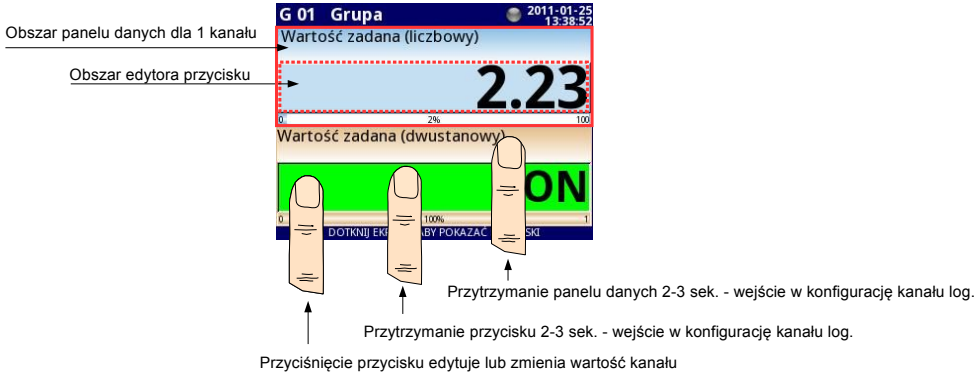

*Rys. 7.65. Panel danych dla kanału logicznego w trybie **Wartość zadana***
- **Przycisk edycji** – parametr ten umożliwia aktywowanie przycisku w panelu danych (patrz **Rys. 7.65**), posiada dwie opcje: